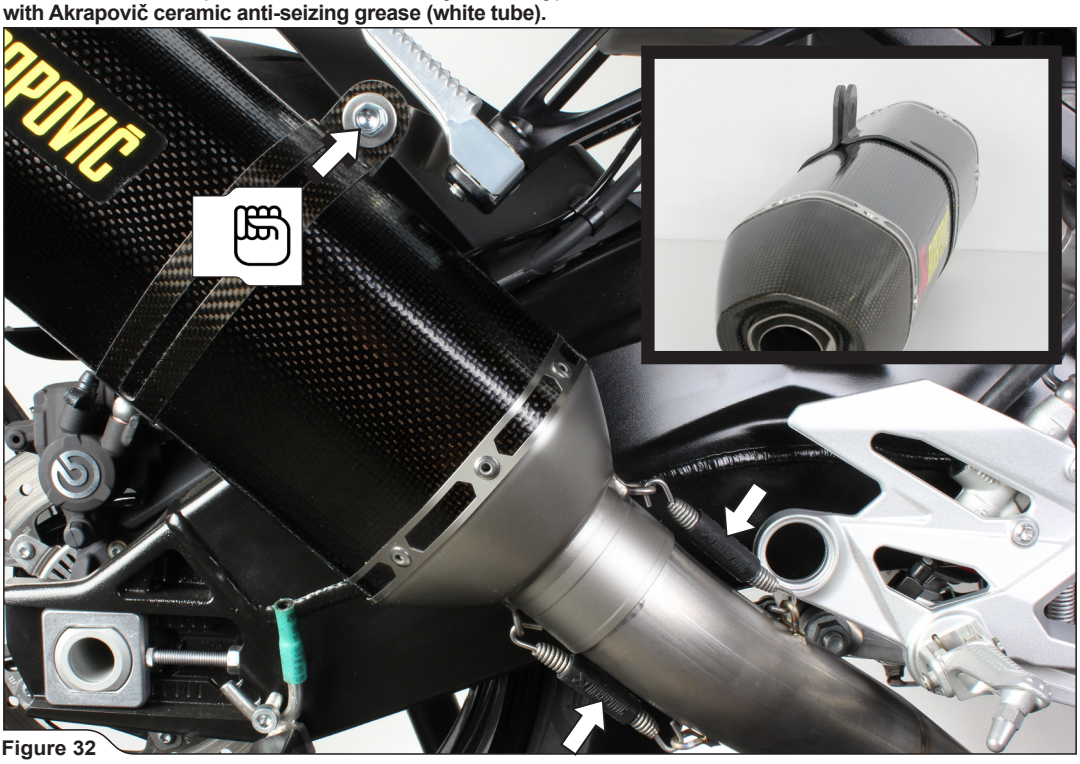

Figure 32
9. Correctly position the carbon-fiber clamp and slide it onto the muffler - bear in mind the **right offset** of the clamp; position the muffler correctly and slide it onto the outlet side of the link pipe, attach the springs and hand tighten clamp onto the muffler's bracket **(Figure 32).**